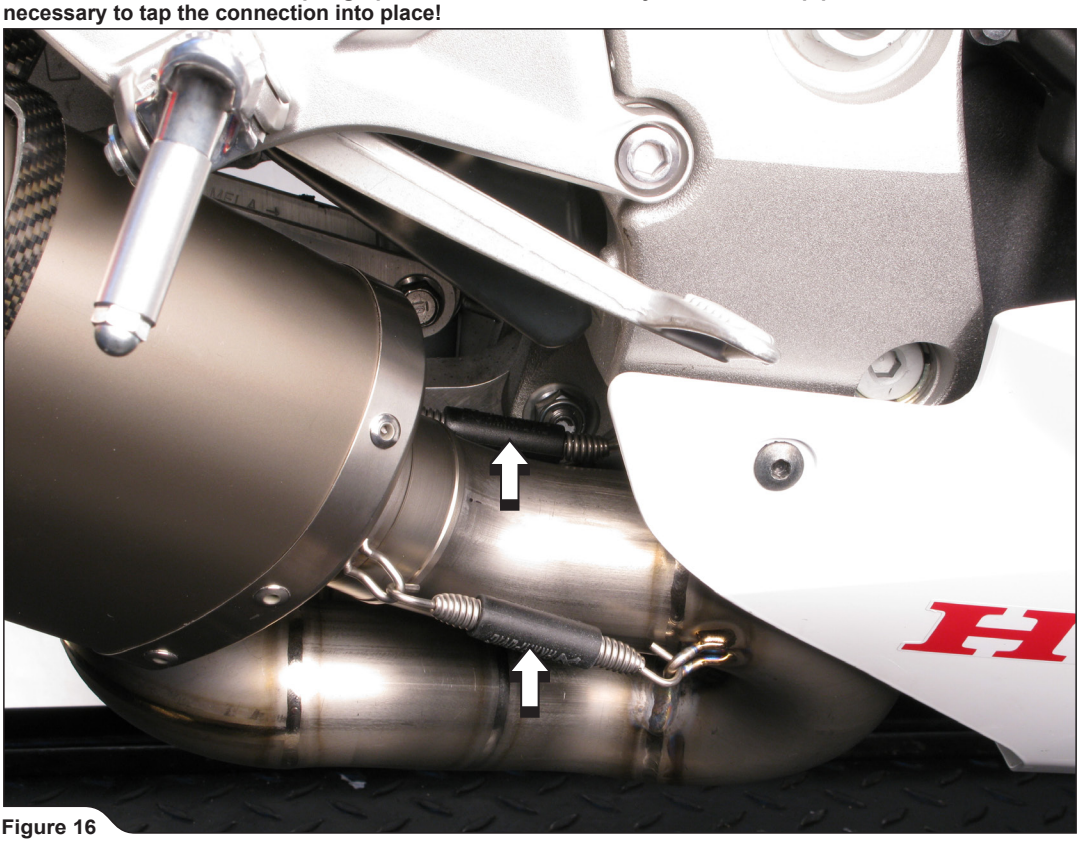

Figure 16
7. Position the muffler correctly and slide it onto the outlet side of the link pipe. Attach the springs **(Figure 16).**